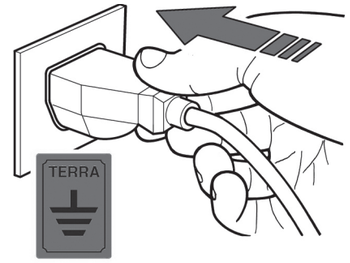

fig. 12
- E' obbligatorio che l'apparecchiatura completa sia collegata adeguatamente ad una efficiente presa a terra (fig.12).
2) Inserire la spina di alimentazione della Vetrina sulla presa fornita dal cliente (fig.12) assicurandosi che la stessa disponga del contatto di terra e che non ci siano prese multiple connesse .